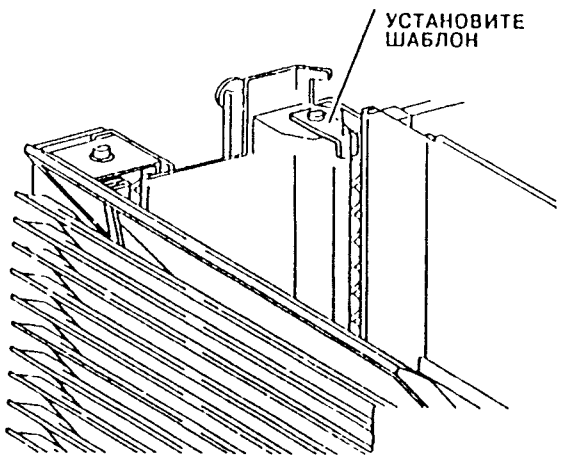

Рис. 6. Установите регулировочный шаблон
3. Установите регулировочный шаблон (PL 14.1) на задний правый кулачок (Рис. 6).
ПРИМЕЧАНИЕ: Задний правый кулачок используется в качестве базы отсчета (Рис. 6).